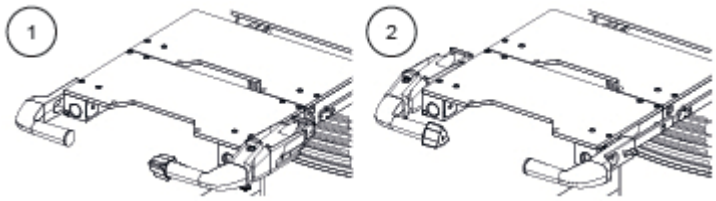

Figure 6-4. Motorized Transfer Orientations
1. The motorized transfer handle is inserted on the right (1) or left side (2) of the surgical table on the accessory rails or the extension rails. See *Figure 6-4*.